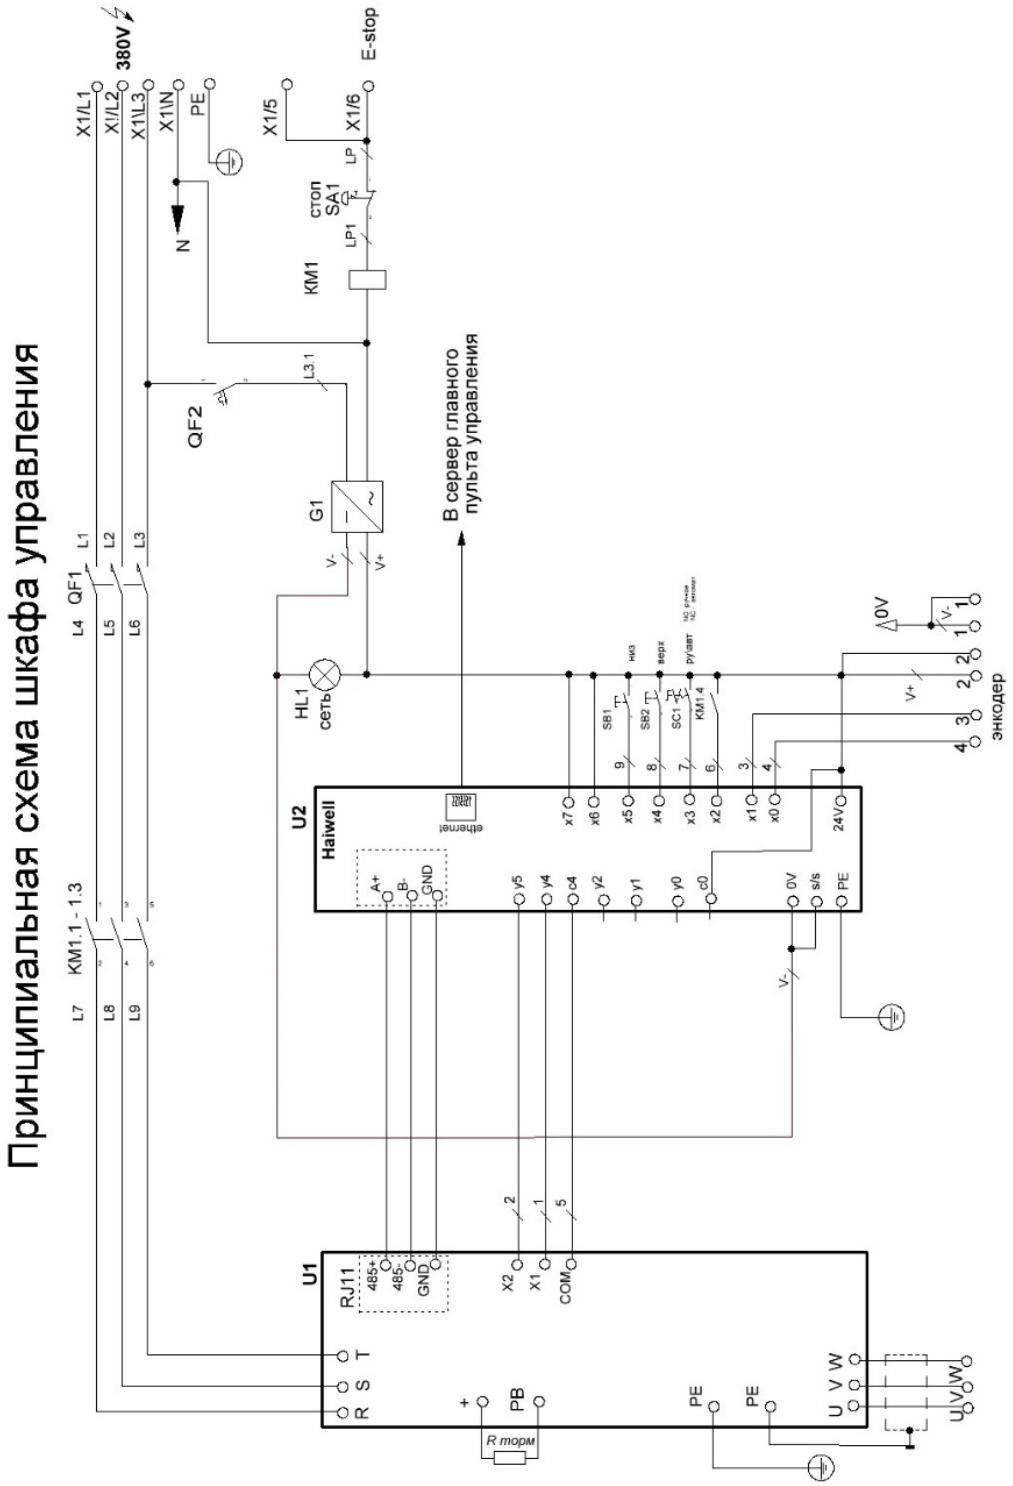
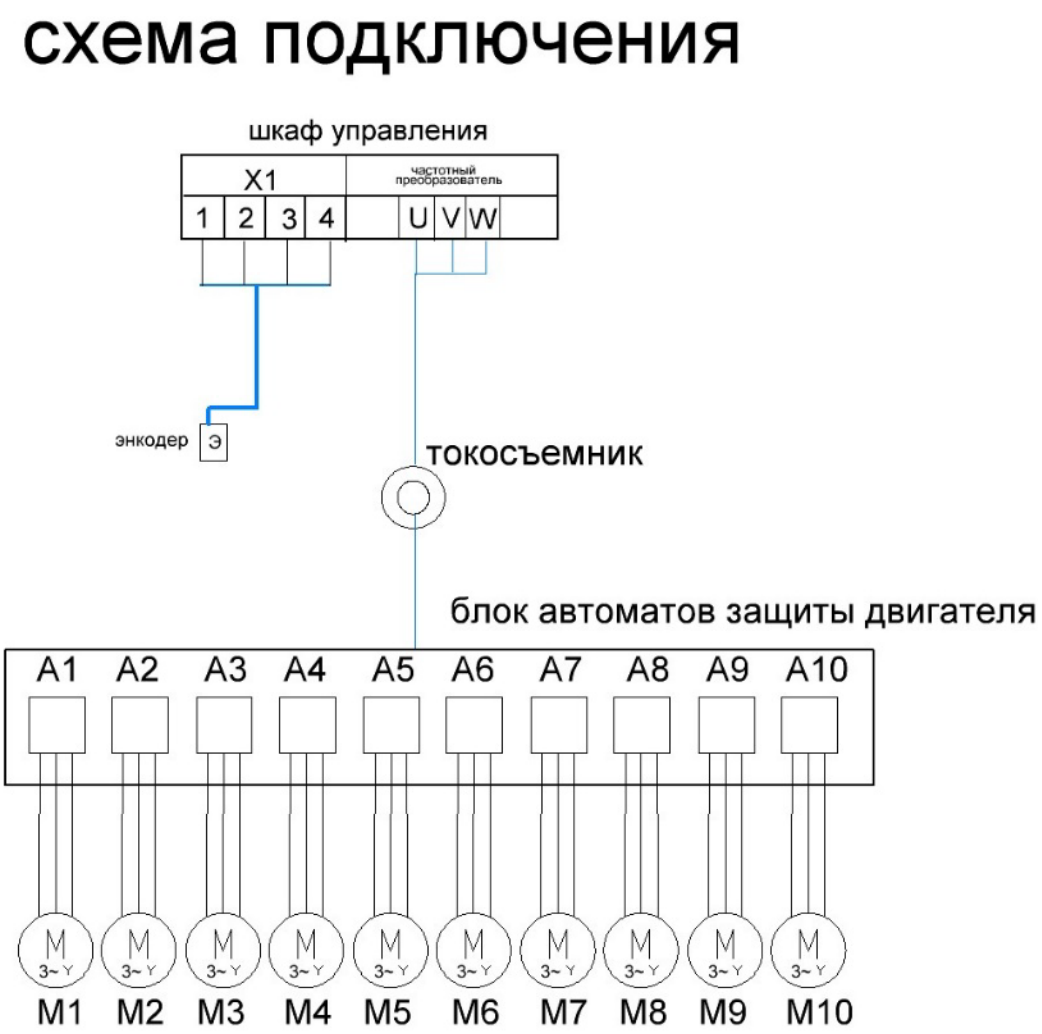

Рис. 4.1 Принципиальная электрическая схема поворотного подиума 10,0
Рис. 4.2 Схема подключения поворотного подиума 10,0
4.7 Принципиальная схема поворотного подиума 10,0 представлена на рис. 4.1, схема подключения – на рис. 4.2, лицевая панель шкафа управления – на рис .4.3.